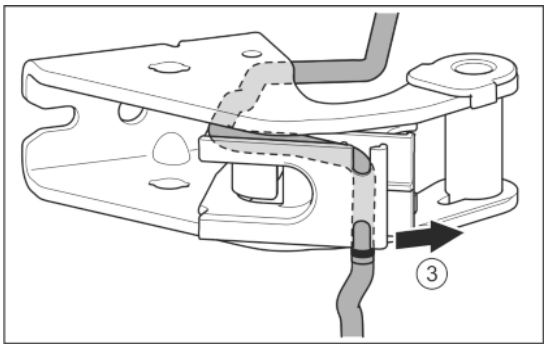

Fig. 30
- ▶ Sortir le câble du guide. *Fig. 30 (3)*